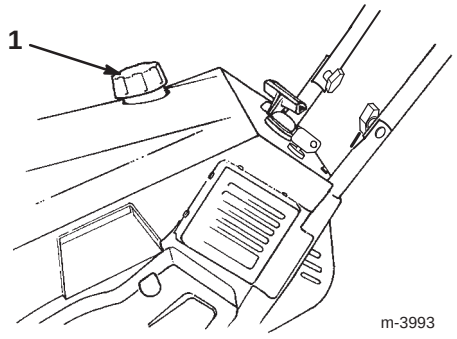

Figure 6
1. Clean around the fuel tank cap (Fig. 6); do not allow snow or water to enter the fuel tank.